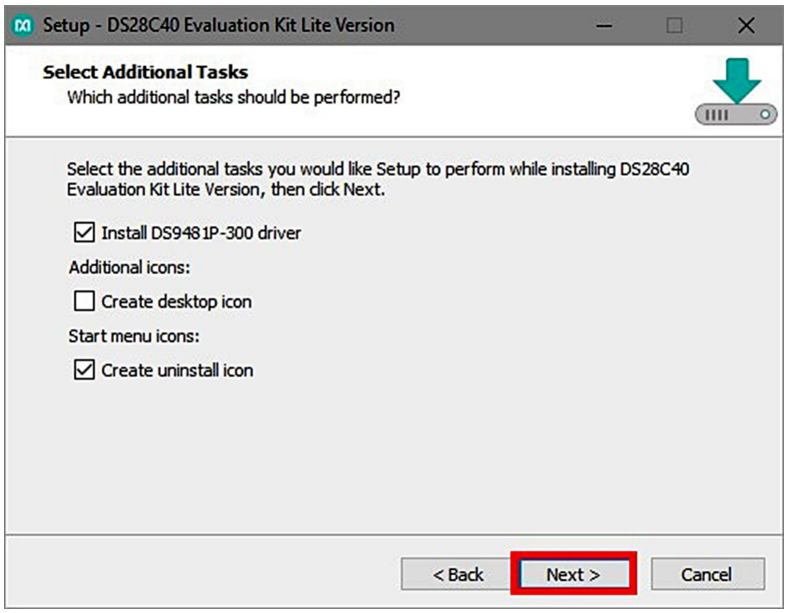

Figure 5. Select to Install the Driver
6) Unplug any Maxim adapter and click on **Next** (Figure 5) with the default settings checked. This action installs the DS9481P-300 driver that is needed to communicate through the USB by a virtual COM port.